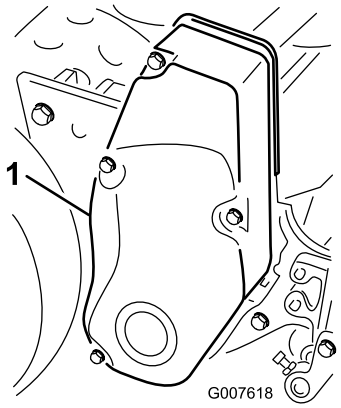

Figur 34
1. Afmonter remskærmens monteringsskruer og remskærmen for at frilægge remmen (Figur 34).